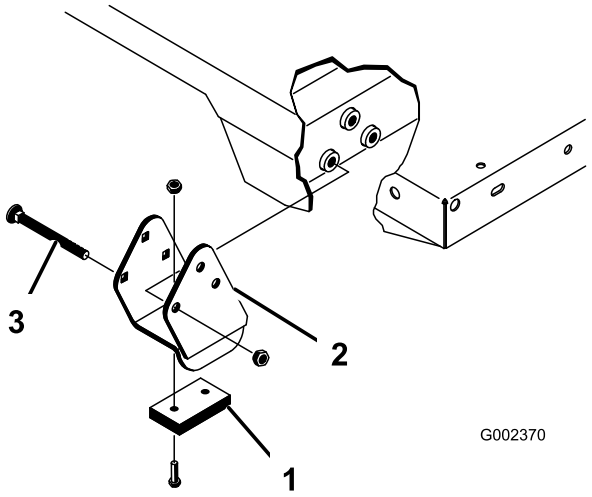

Figuur 32
Opmerking: Zorg ervoor dat de afstandsbeugels en de stootblokken (Figuur 32) zijn gemonteerd met de koppen van de slotbouten aan de binnenzijde van de machine.
2. Plaats de laadbak voorzichtig op het frame van het voertuig en lijn daarbij de openingen van de achterste draaiplaat van de laadbak uit met de openingen in de achterste framebalk en monteer (2) gaffelpennen en lynchpennen (Figuur 32).
3. Laat laadbak zakken en zet beide uiteinden van de cilinderstang vast in de juiste sleuven in de bevestigingsplaten van de laadbak met een gaffelpen en een lynchpen. Monteer de gaffelpen vanaf de buitenkant van de laadbak met de lynchpen naar buiten (Figuur 32). De achterste sleuven zijn bestemd voor de montage van de volledige laadbak en de voorste sleuven voor de montage van een 2/3 laadbak.